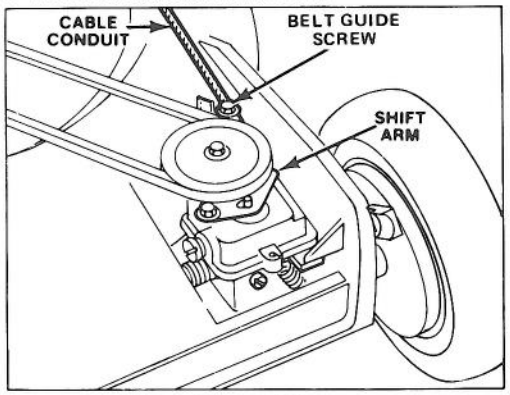

Figure 18
3. ADJUSTMENT (Fig. 18) — Loosen belt guide screw until cable conduit slides. Move handle-mounted wheel drive control to DISENGAGE detent. Move shift arm toward clamp screw and hold in place. Pull cable conduit to remove slack and tighten belt guide screw.